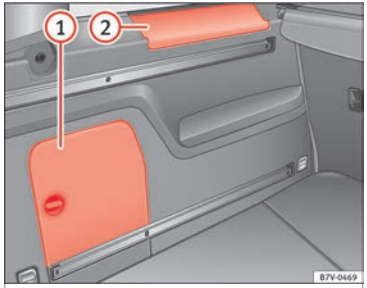

Bild 187 I bagageutrymmet: Sidofack
Det finns ytterligare förvaringsfack ››› **bild 187** (1) och (2) på sidan av bagageutrymmet. För att öppna förvaringsfacket (1),